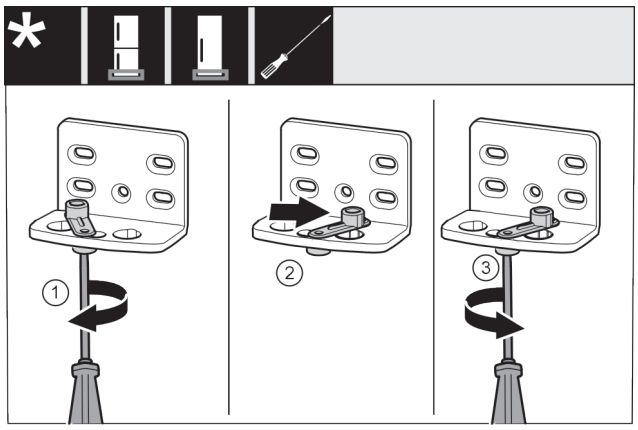

Fig. 16
▶ Use screwdriver to loosen the screw *Fig. 16 (1)*.
▶ Lift the door closing aid *Fig. 16 (2)* and turn 90° clockwise in the hole.
▶ Tighten screw *Fig. 16 (3)* with screwdriver.